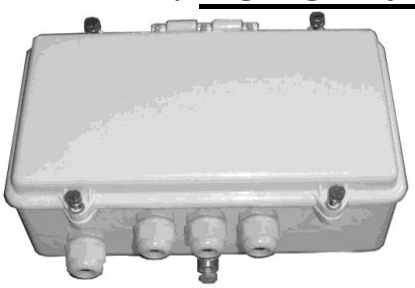

Рис.4.1
4.1. Корпус выполнен в литом алюминиевом корпусе со степенью защиты IP65. ББП построен в виде одноблочного конструктивно законченного устройства (рис. 4.1).